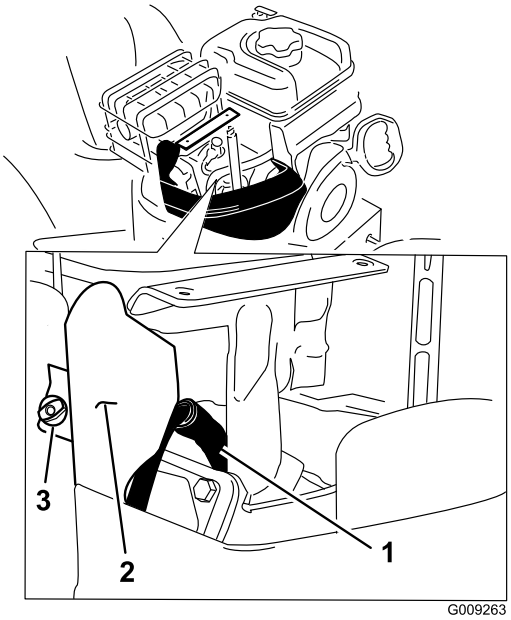

Figur 45
4. Fjern vingeskruen til braketten og braketten (Figur 45).
5. Rengjør rundt bunnen på tennpluggen (Figur 45).